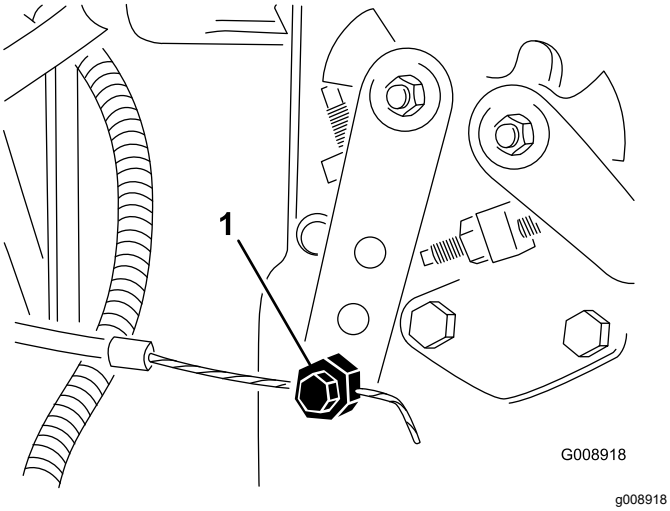

**Figur 73**
2. Løsne gasskabelkontakten på spaken på innsprøytingspumpen (Figur 73).